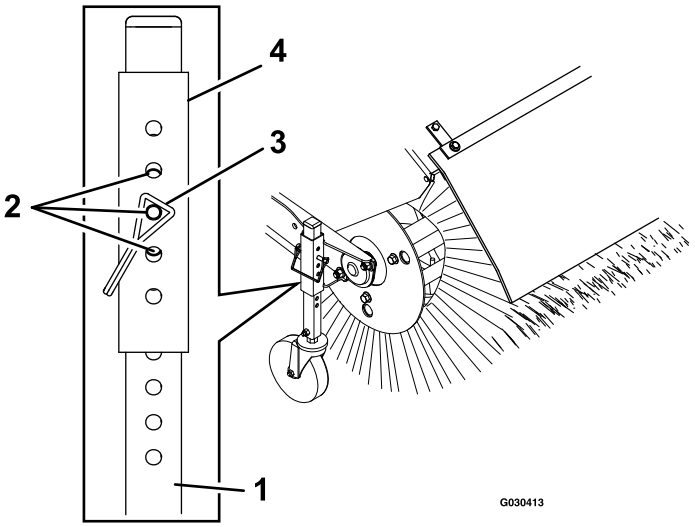

Figure 17
5. Pour régler la hauteur du balai, retirez et conservez la goupille du manchon de réglage et du tube de la roue pivotante (Figure 17).
7. Pour effectuer des réglages précis, faites coulisser le manchon de réglage d'un trou à la fois vers le haut ou le bas sur le tube de la roue pivotante pour régler la hauteur du balai par paliers de 3 mm (Figure 17). Répétez les opérations 5 à 7 pour l'autre roue pivotante.